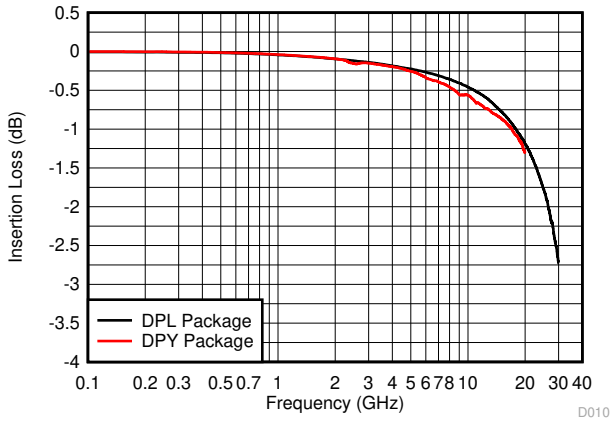

Figure 7-8. Insertion Loss
- Added curve for the DPY package to Figure 7-8 14